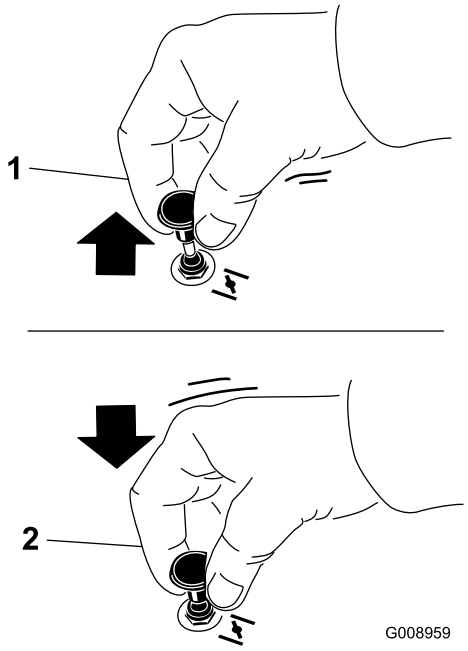

**Figur 14**
2. Dra opp chokeknappen for å koble til choken før du bruker tenningsbryteren (Figur 14).
3. Dra ned choken for å koble den fra når motoren har startet (Figur 14).